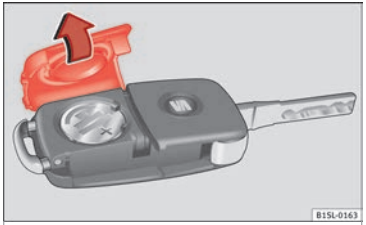

Afb. 127 Autosleutel: deksel van het batterijvak.
De batterij bevindt zich aan de achterzijde van de wagensleutel, onder een deksel ››› **afb. 127**.
- Verwijder het deksel op achterkant van autosleutel ››› afb. 127 in de richting van de pijl ››› ⓘ.
- Plaats het deksel in de behuizing van de autosleutel en druk het aan zoals wordt weergegeven ››› afb. 127, in tegenovergestelde richting van de pijl, totdat het deksel vastklikt.